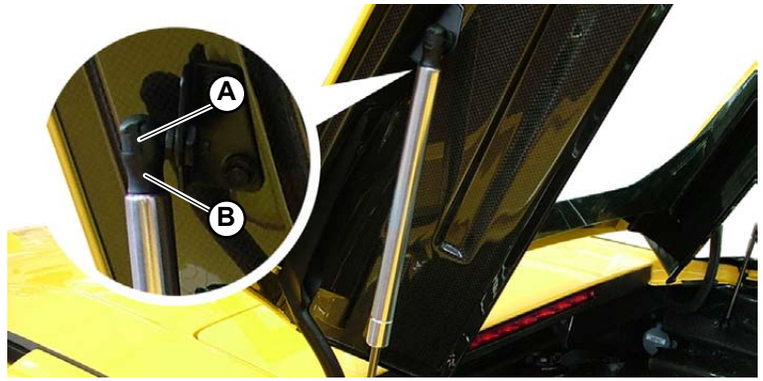

Fig.1
2. Using the tip of a screwdriver, lift the clamps (**A-Fig.1**) located in the 2 ball joints of each piston.
3. Once the clamp has been lifted, detach the ball joints (**B-Fig.1**) from the couplings on the rear hood and engine compartment.